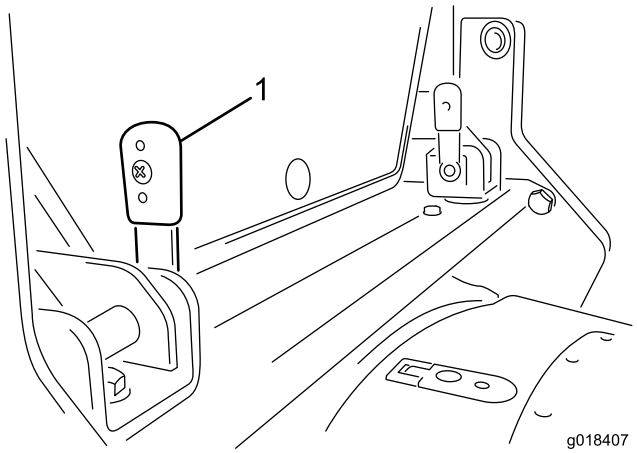

Figur 16
1. Vrid de två låsspakarna på tvärbalken på hyttens baksida så att de pekar uppåt (Figur 16).
3. Tryck spakarna genom fästena när de är i det vertikala läget (Figur 16). Du kanske måste vicka spakarna in i fästena för att rikta in dem med låstapparna i skenorna.